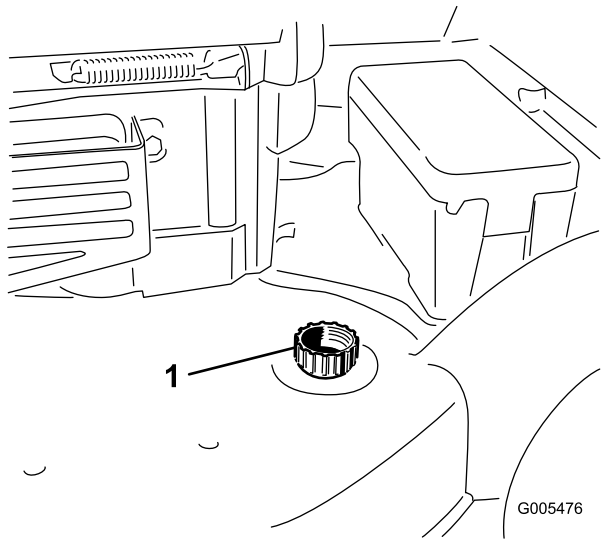

Figur 43
3. Fastgør en haveslange, der er sluttet til vandforsyningen, på gevindporten på plæneklipperhuset (Figur 43).